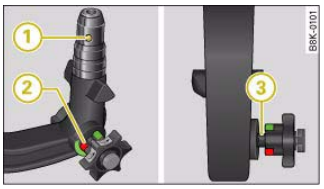

Fig. 209 Removable towing bracket: Ball joint
– Check that the red marking (2) ⇒ fig. 209 on the knob is inside the green zone on the ball joint.
– Check that the locking ball (1) is inside the hole in the shaft section of the ball joint.
– Check that the knob protrudes visibly from the ball joint, so that there is a clear gap (3) between the knob and the ball joint.